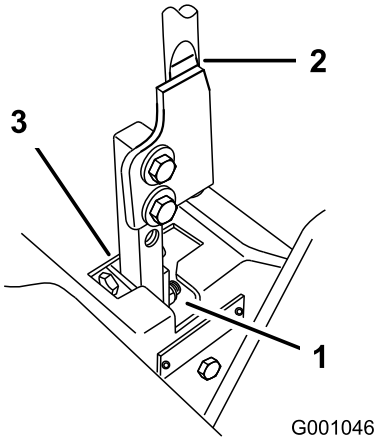

**Figur 73**
5. Flyt grebet til den neutrale position, men ikke låst (Figur 73).
6. Træk håndtaget tilbage, indtil gaffelbolten (på armen under drejeakslen) berører enden af åbningen (begynder netop at lægge tryk på fjederen) (Figur 73).
7. Kontroller, hvor håndtaget er i forhold til hakket i konsollen (Figur 73). Det skal være i midten, så håndtaget kan dreje udad til den neutrale låseposition.